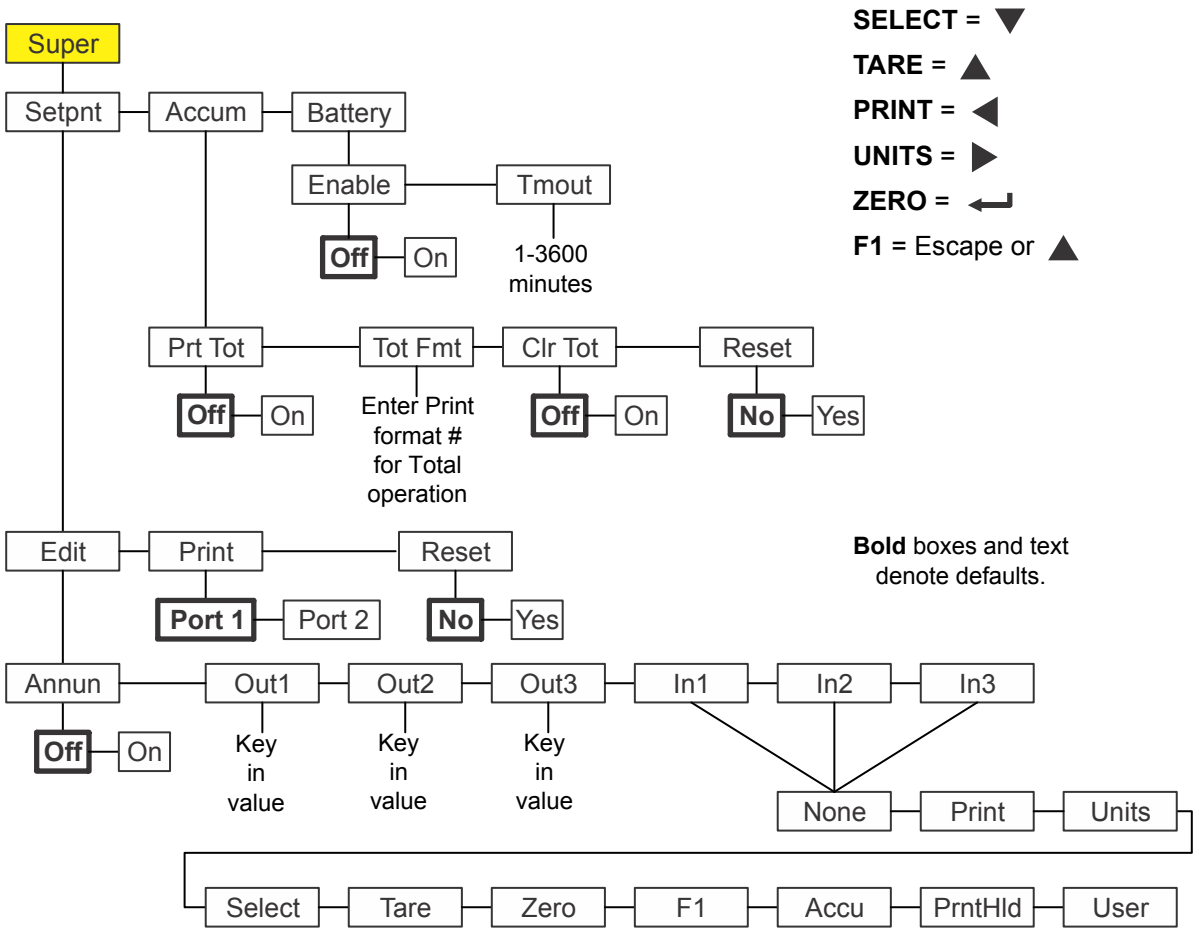

Figure 8.2 Supervisor menu for the Accumulator application
Figure 8.2 shows the Supervisor menu when you are in the Accumulator application:
*The **Setpnt** and **bAttErY** submenus in Figure 8.2 are the same as described in General Weighing application supervisor menu on page 40. Go there for information on those submenus. The unique submenus to this application are described below.*